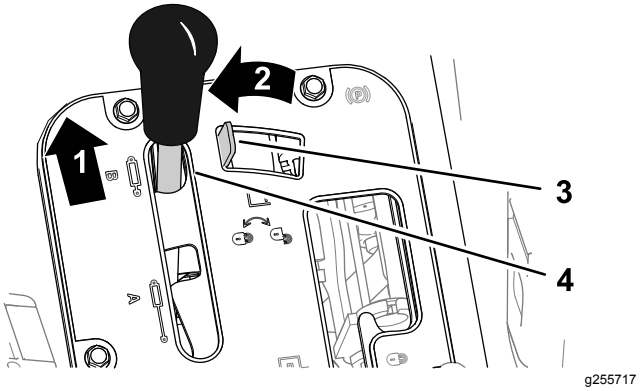
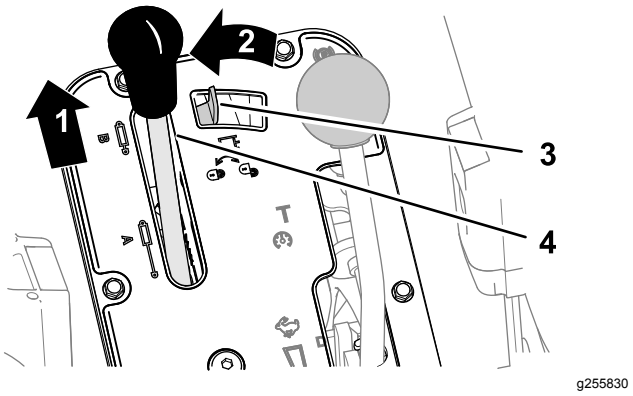

Figur 90
Figur 91
1. Skyv den hydrauliske løftespaken fremover (Figur 90 eller Figur 91).
2. Flytt låsen for den hydrauliske løftespaken til venstre for å aktivere den (Figur 90 eller Figur 91).